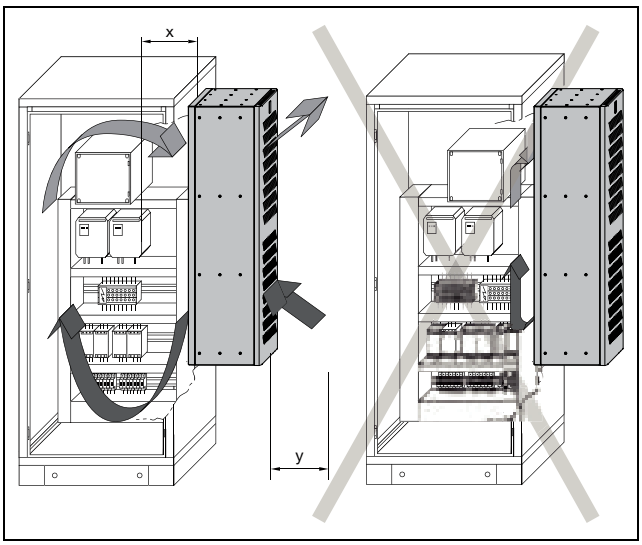

Fig. 6: Circulação de ar dentro do armário
– O local onde o armário e, consequentemente, o condicionador de ar será posicionado deve assegurar uma boa ventilação (a distância entre os condicionadores de ar deve ser de, no mínimo, 200 mm; a distância da parede corresponde à medida «y», que pode ser verificada na fig. 6 e na tab. 2).
- Mantenha uma distância «x» (fig. 6) dos componentes eletrônicos e de outros equipamentos instalados no armário para que a corrente necessária do ar não seja obstruída e dificultada.